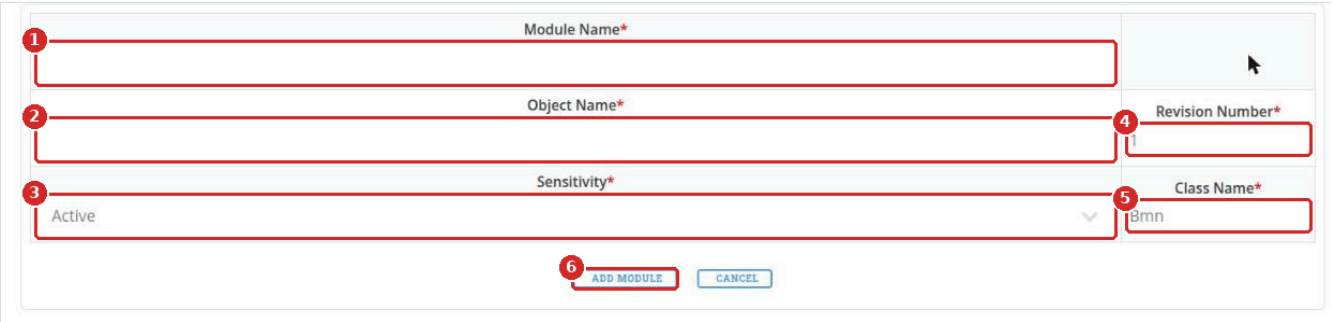

Figure 20. The CREATE NEW MODULE form
2. Fill in the form (Figure 20):
- **Module Name** (1): name of the detector or passive element, e.g. `GEM`.
- **Object Name** (2): name passed to the class constructor, e.g. `GEM`, `NDET`, `MAGNET`. FairRoot uses it for branches and parameter containers. By convention it is in upper case; use letters, digits, `_`, `.` and `-` only.
- **Sensitivity** (3): `Active` for a detector whose sensitive volumes record MC points, `Passive` for the cave, magnet, target and beam pipe.
- **Revision Number** (4): `1` for a new module.
- **Class Name** (5): the BmnRoot class derived from `FairModule`, e.g. `BmnCSC`, `CbmSts` (GEM), `FairMagnet`.
3. Click **ADD MODULE** (6).